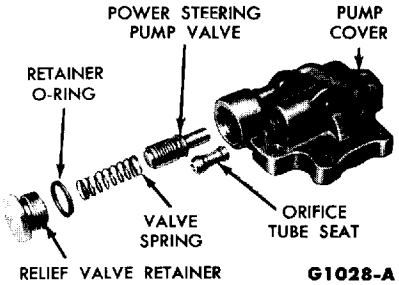

FIG. 4—Pump Cover
10. Remove the relief valve retainer (Fig. 4) from the housing cover, and remove the O-ring from the retainer.